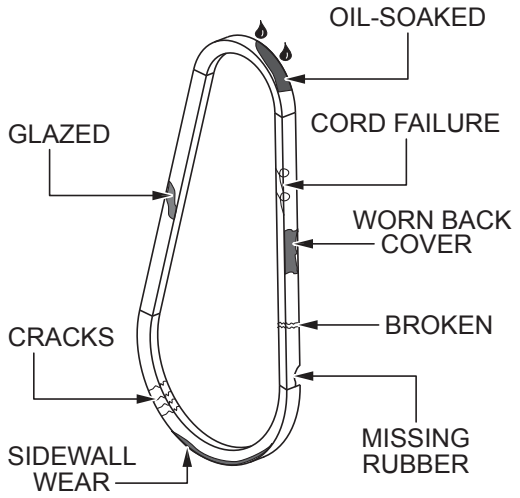

Figure 61. V-Belt Inspection
1. Inspect the V-belt (Figure 61) to determine if it is frayed, peeling, full of tiny cracks, has pieces of rubber missing, or is otherwise damaged.
2. Inspect the V-belt (Figure 61) to determine if it is oil-soaked or *glazed* (a hard, shiny appearance on the sides of the belt). Either of these conditions can cause overheating of the belt, which can weaken the belt and increase the possibility of it breaking.